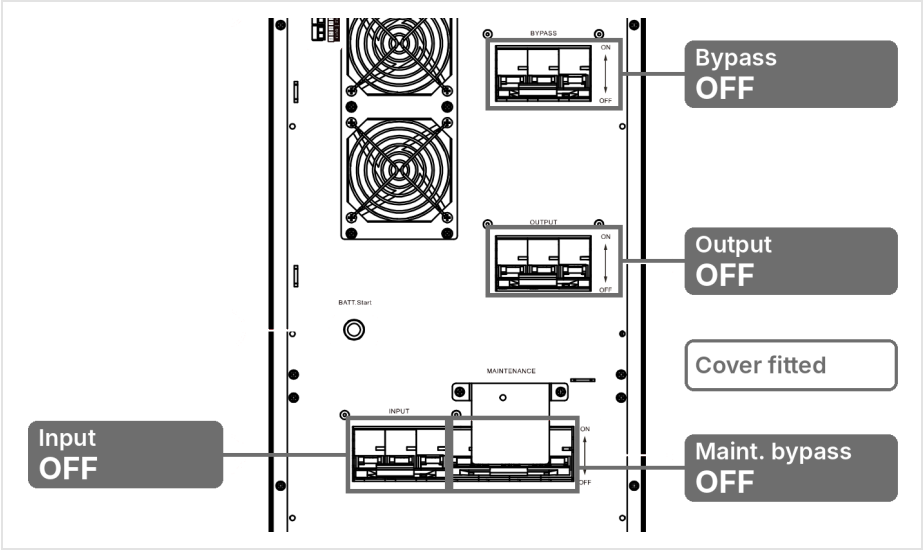

FIGURE 6-1 Breakers before start-up and after a full shutdown: all OFF, maintenance-bypass cover fitted
- The maintenance-bypass cover is fitted and the maintenance-bypass breaker is OFF (Figure 6-1).
5. To isolate the UPS completely, also open the OUTPUT breaker and the upstream breakers (Figure 6-1).